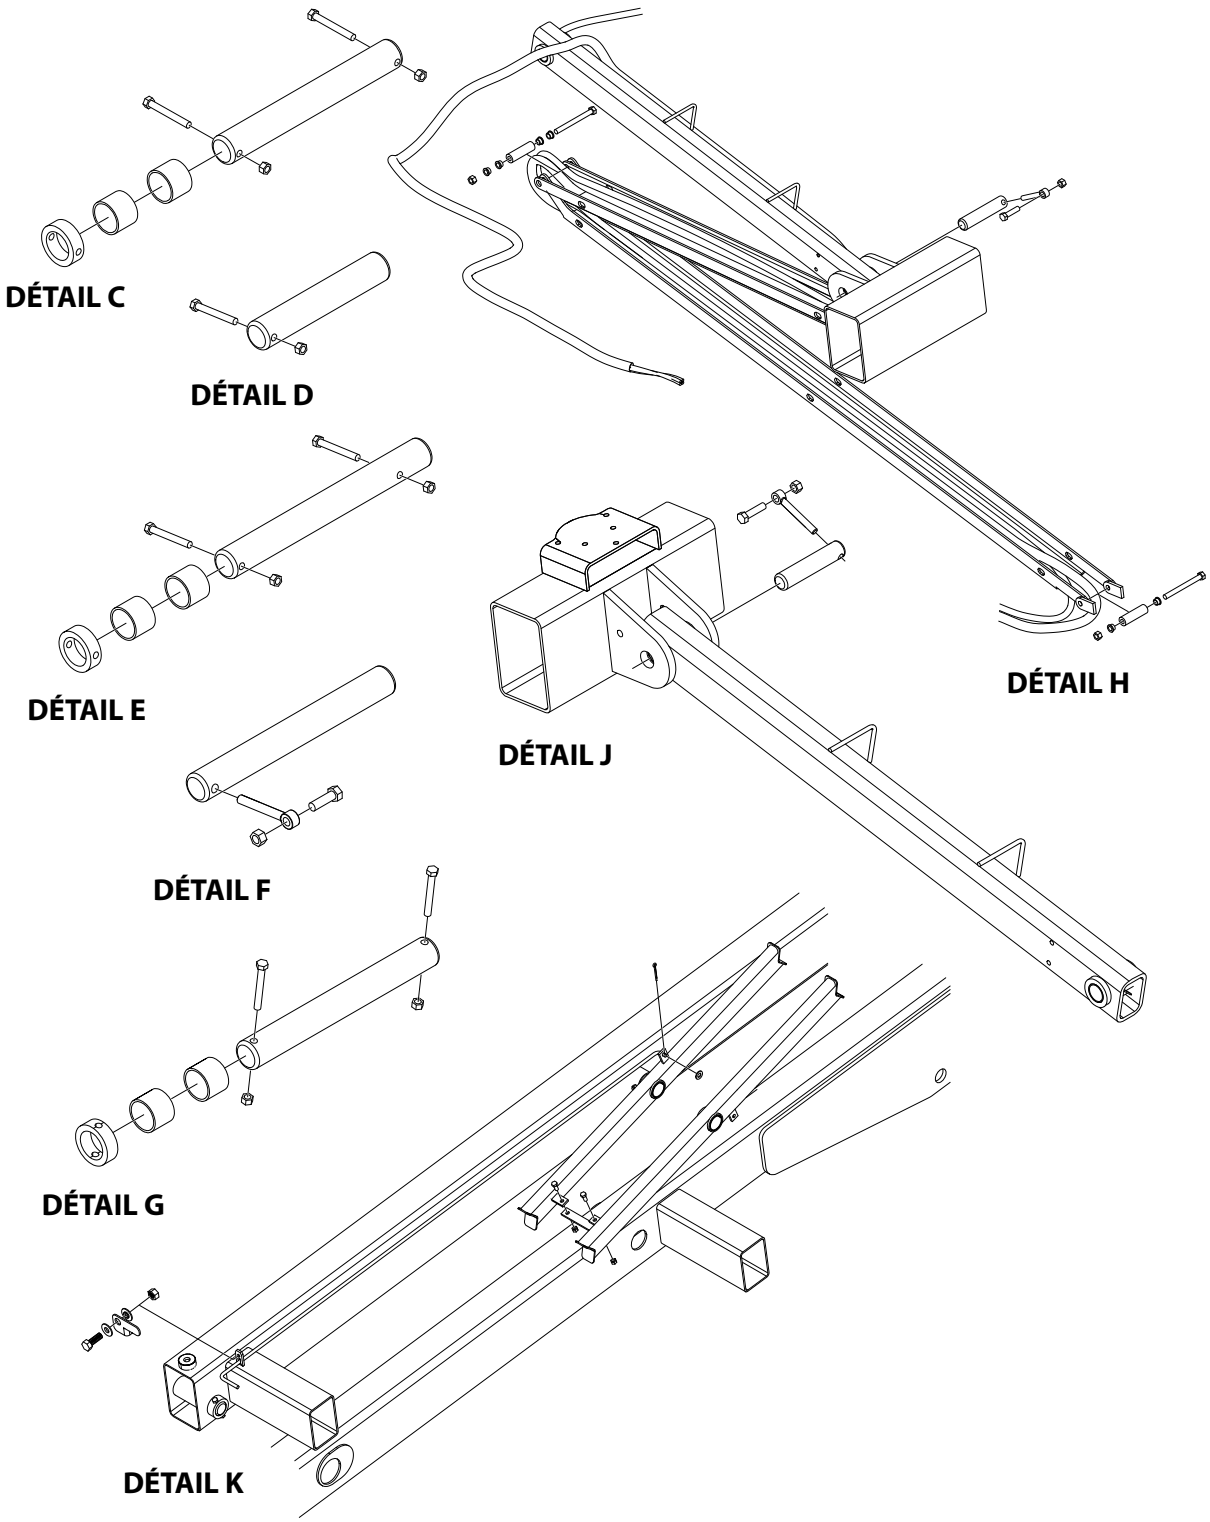

Figure 3-38. Composants des bras articulés - 330LRT Ensemble 2 sur 2 (antérieur au N/S 0200267916)
1. Retirez la plateforme (référez-vous à Figure 3-34.) et le vérin de levage (référez-vous à Figure 3-38.).